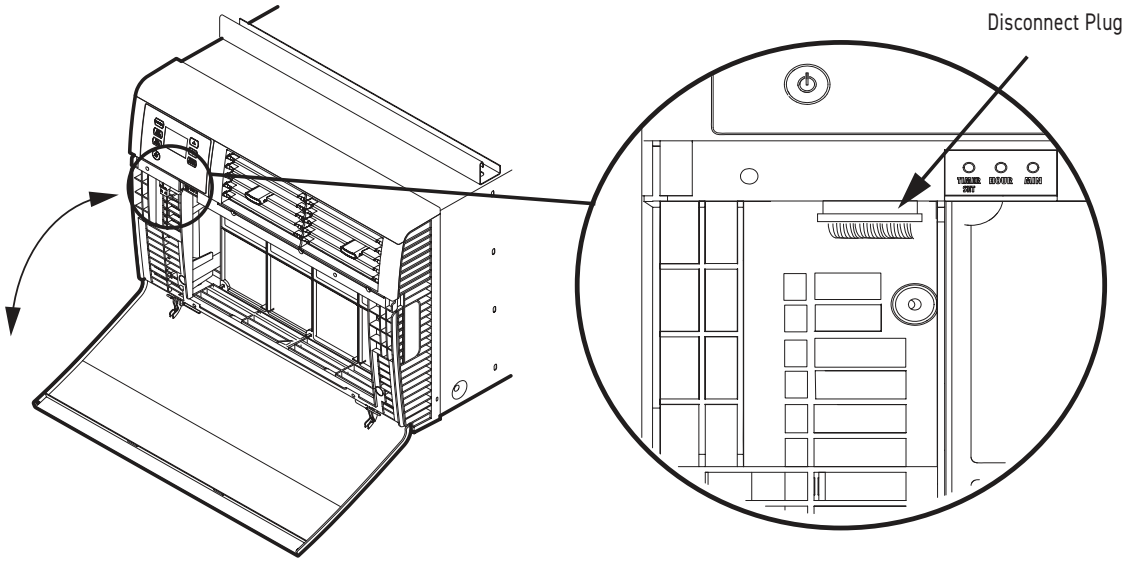

Figure C.6.1
A. Open the decorative front cover. (See figure C.6.1)
B. Locate and disconnect electronic control power cable harness. (See figure C.6.1)